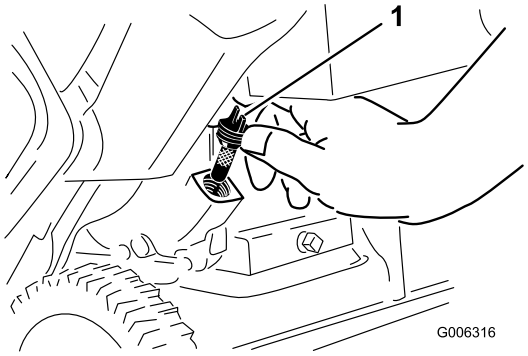

Figur 12
2. Rengjør rundt oljelokket (Figur 12).